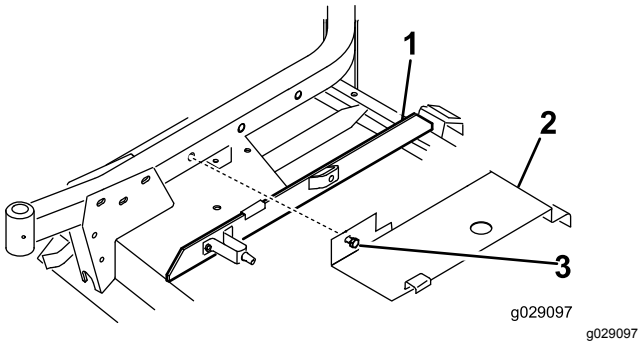

Figura 24
1. Inserite una barra di finitura sulla barra ponte di destra, in modo che il lato della staffa della molla sia a distanza di 10 cm dal bordo lontano della barra di finitura (Figura 24).
2. Agganciate la parte posteriore del coperchio del piatto di taglio (Figura 24) sul perno del canale posteriore mentre allineate il bullone di fissaggio del coperchio al foro nel braccio orientabile destro. Il coperchio deve poggiare sulla barra di finitura. All'occorrenza regolate la barra.